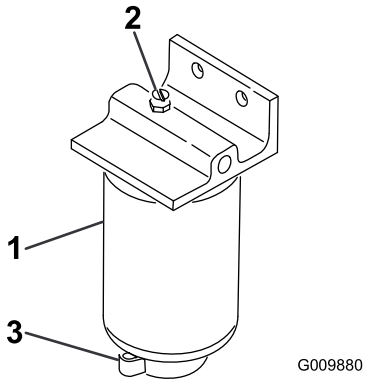

Figur 49
2. Løsn aftapningsventilen i bunden af filterskålen (Figur 49).
1. Rengør området, hvor filterskålen monteres (Figur 49).